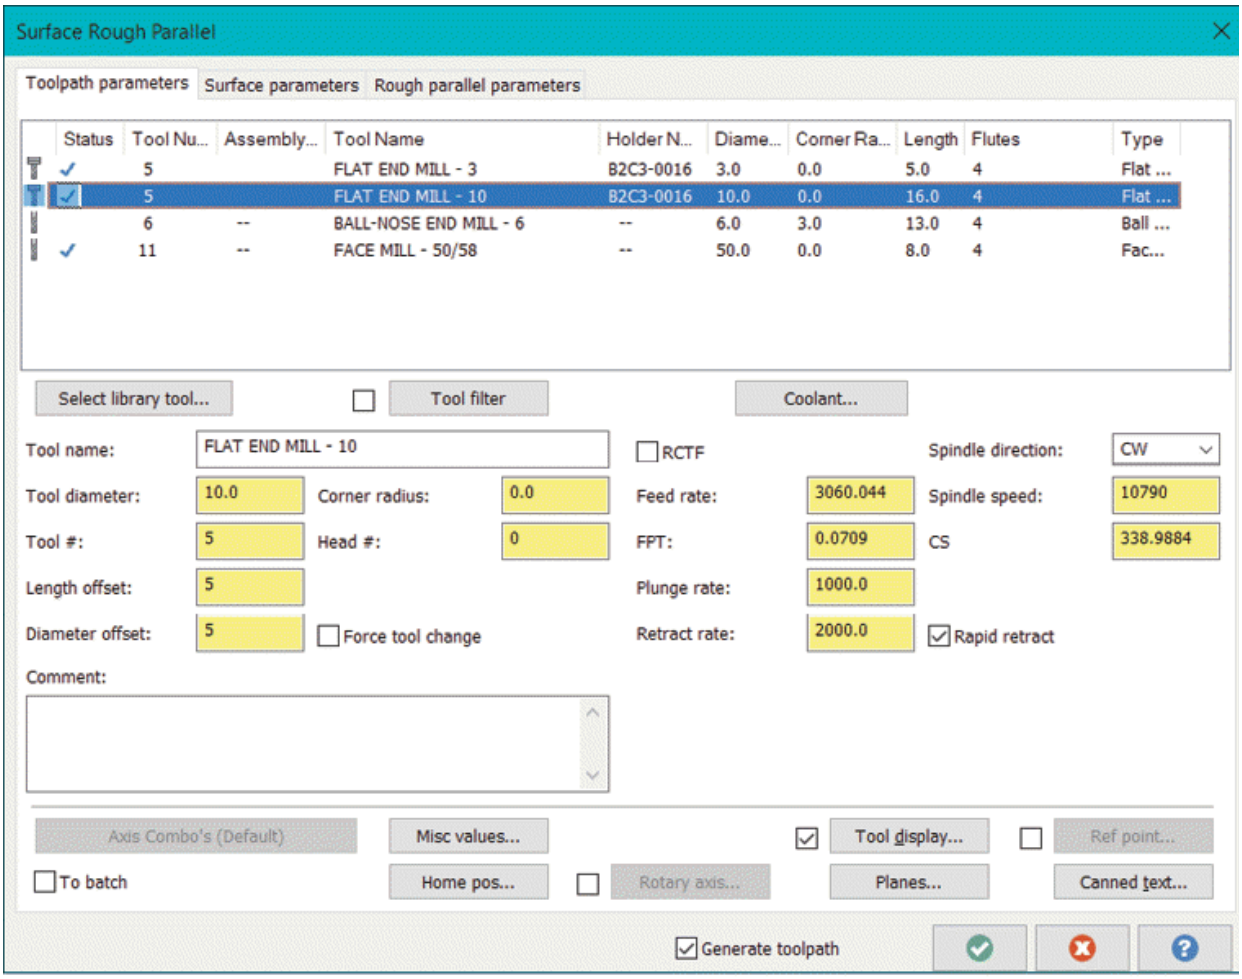

Figure-34. Surface Rough Parallel dialog box
- Click on the **OK** button from the dialog box. The **Surface Rough Parallel** dialog box will be displayed; refer to Figure-34.